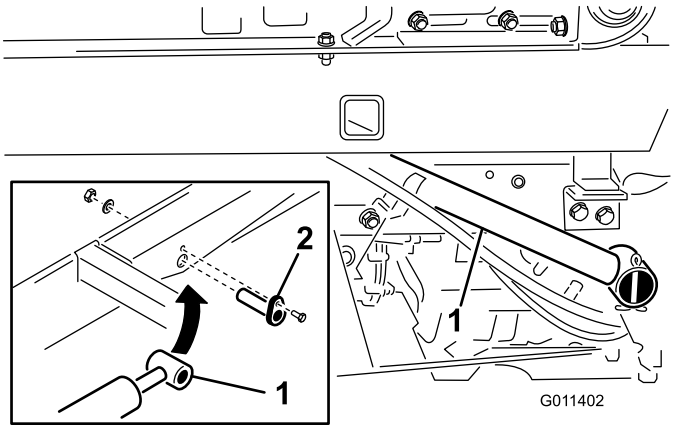

**Figuur 11**
1. Bevestig de stanguiteinden van de hefcilinders onderaan de TopDresser met een cilinderpen (Figuur 11).
2. Bevestig de cilinderpennen onderaan de TopDresser met een 1/4 x 3/4 inch tapbout, platte ring en moer (Figuur 11).